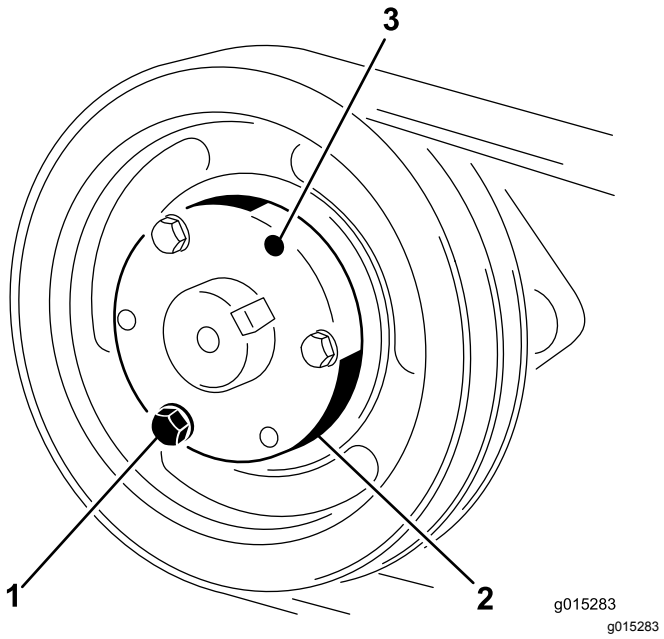

Figure 26
1. Retirez un à un les boulons et rondelles frein, et vissez-les dans les trous adjacents (Figure 26).